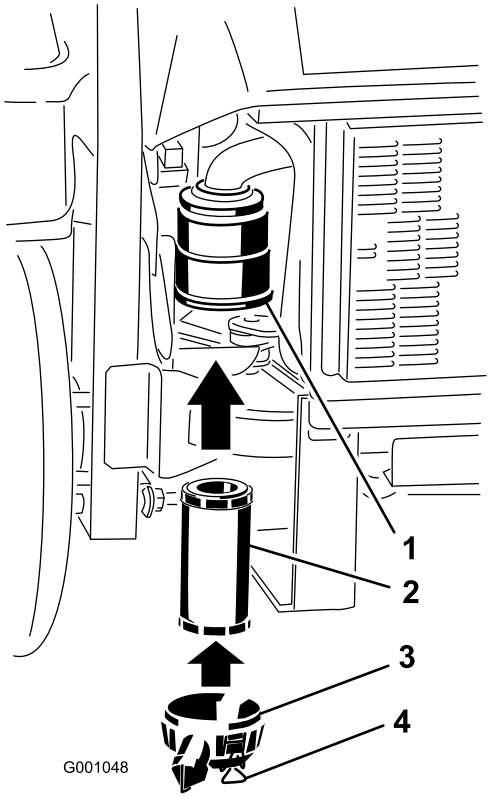

Figur 41
2. Skjut försiktigt in filtret i filterhuset (Figur 41). Kontrollera att det sitter ordentligt genom att trycka på filtrets yttre kant medan du monterar det.
3. Sätt tillbaka luftrenarkåpan och säkra spärrhakarna (Figur 41).